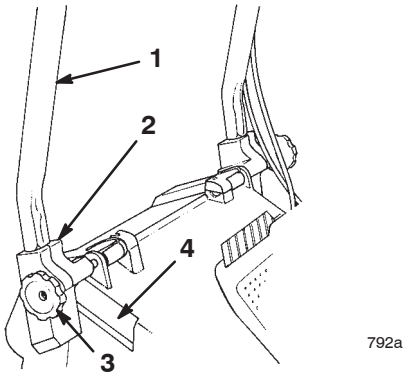

Figure 2
1. Loosen the knobs on the mounting brackets (Fig. 2).
3. Slide the handle ends into the holes in the mounting brackets until the handle ends fully seat into the brackets (Fig. 2).
4. Rotate the handle and the mounting brackets rearward until the brackets fit securely into the housing pockets (Fig. 2).